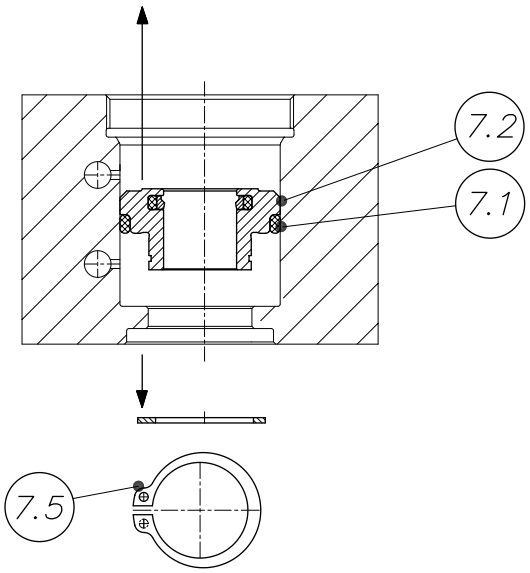

Figure 124: (z402-06) Disassembly of housing bottom ver. 1
Bei Variante 1: Remove the retaining ring (pos. 7.5, DIN 471), remove the screw-in housing bottom (pos. 7.2) and O-ring (pos. 7.1) (see Fig. 124).